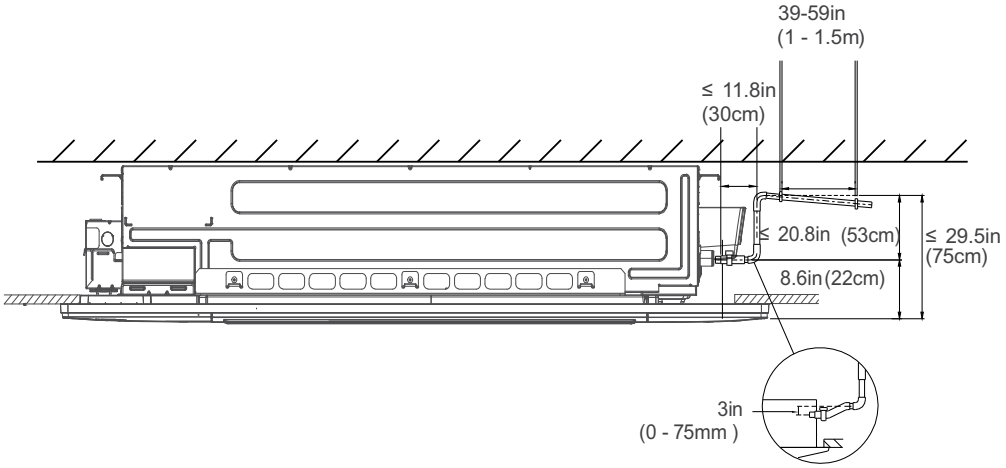

Fig. 13 —Lift Pipe Installation
- **If the outlet of the drainpipe is higher than the body's pump joint (see Fig. 13 — on page 19), provide a lift pipe for the exhaust outlet of the indoor unit. The lift pipe must be installed no higher than 29.5in (75cm) from the ceiling board and the distance between the unit and the lift pipe must be less than 11.8in (30cm) .**